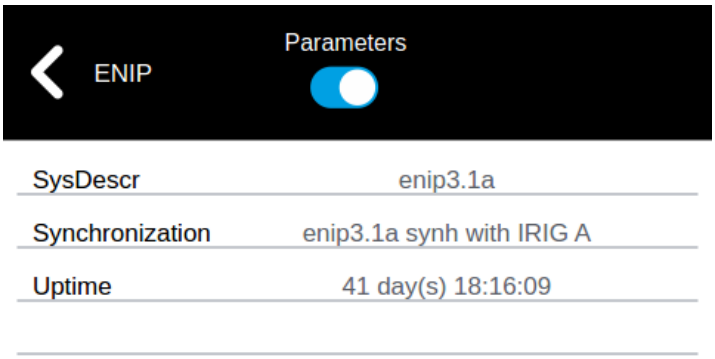

Рисунок 6.6. Параметры, получаемые от прибора.
- переключатель в правом положении («Parameters»; подсвечивается синим фоном) – в этом режиме ЭНМИ будет отображать данные опрашиваемого устройства: конфигурация, метку времени последней корректировки, количество информационных потоков и т.д (см. рис. 6.6).